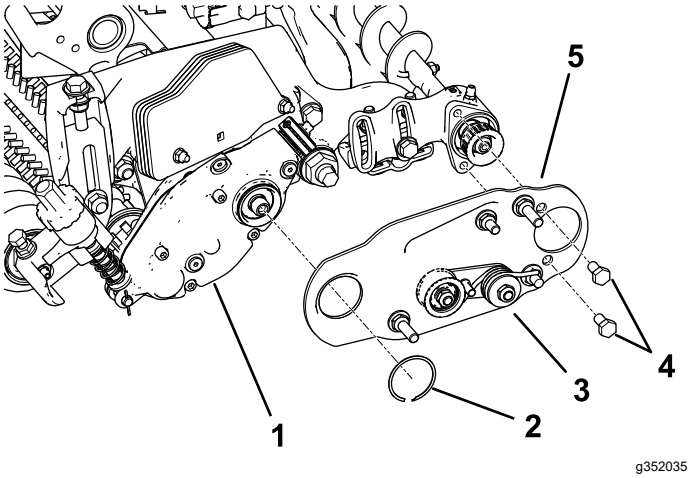

Rysunek 12
3. Zamontuj lewą lub prawą płytę wychyłu szczotki wałkowej (Rysunek 12).
Informacja: Upewnij się, że zespół jałowego koła pasowego jest zamontowany u dołu w sposób przedstawiony na Rysunek 12.
4. Nałóż niebieski preparat do zabezpieczania gwintów na 2 śruby (5/16 x ½ cala) i za ich pomocą zamontuj płytę szczotki do obudowy łożyska szczotki wałkowej (Rysunek 12).
5. Zamocuj płytę szczotki do obudowy szczotki wałkowej za pomocą pierścienia sprężystego (Rysunek 12).